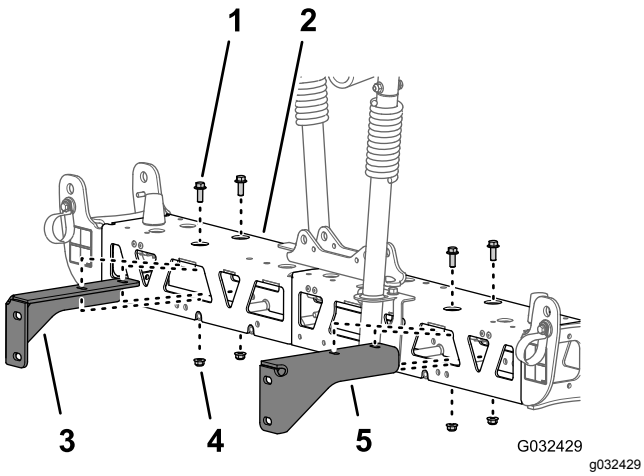

**Figur 73**
fastgør støttebeslaget til midterbomsektionen, og afmonter beslaget (Figur 73).
3. Afmonter de 2 flangehovedbolte (3/8 x 1 tomme) og 2 flangelåsemøtrikker (3/8 tomme), der fastgør det andet støttebeslag til midterbomsektionen, og afmonter beslaget (Figur 73).